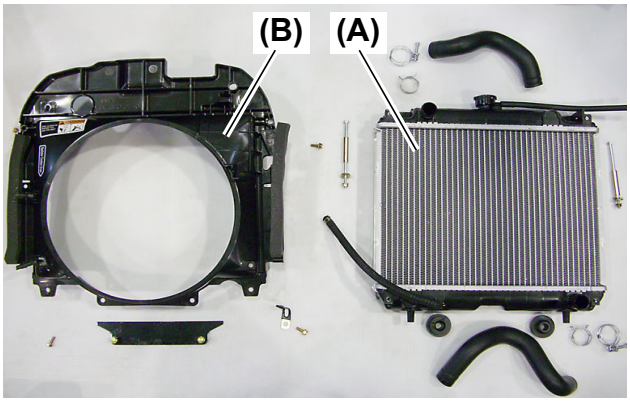

Fig. 9
8. The radiator assembly can be disassembled into two (2) sections, the radiator **(Fig. 9, (A))** and the fan shroud **(Fig. 9, (B))**.